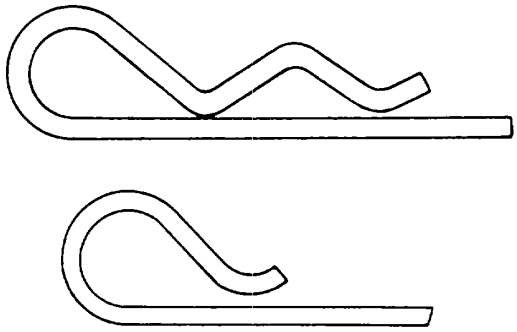

Figure 2-51. Lockpins
(2) Application. The spring pin is designed for use in double shear applications. The proper bearing factors for double shear application shall be established for the material in which the spring is being used; that is, whether the material is heat-treated steel, corrosion resistant steel, aluminum alloy, or magnesium The following precautions will be observed when determining the appropriate use of spring pins:
(3) Reuse. Spring pins may be reused if a careful inspection reveals no deformation of the pin or hole. Be careful to observe that the hole has not enlarged or deformed preventing proper functioning of the spring pin. Where hole misalignment results in the pin gap closing, or necessitates excess inserting force, the spring pin shall not be used.
e. Lockpins. There are two types of lockpins, as shown in figure 2-51. Both are installed by placing straight section of pin in hole of item to be locked and continuing to insert the straight portion of the pin until the curves or spring portion of the pin latches over the item to be safetied Lockpins are normally used to secure items such as fuel and oil caps.